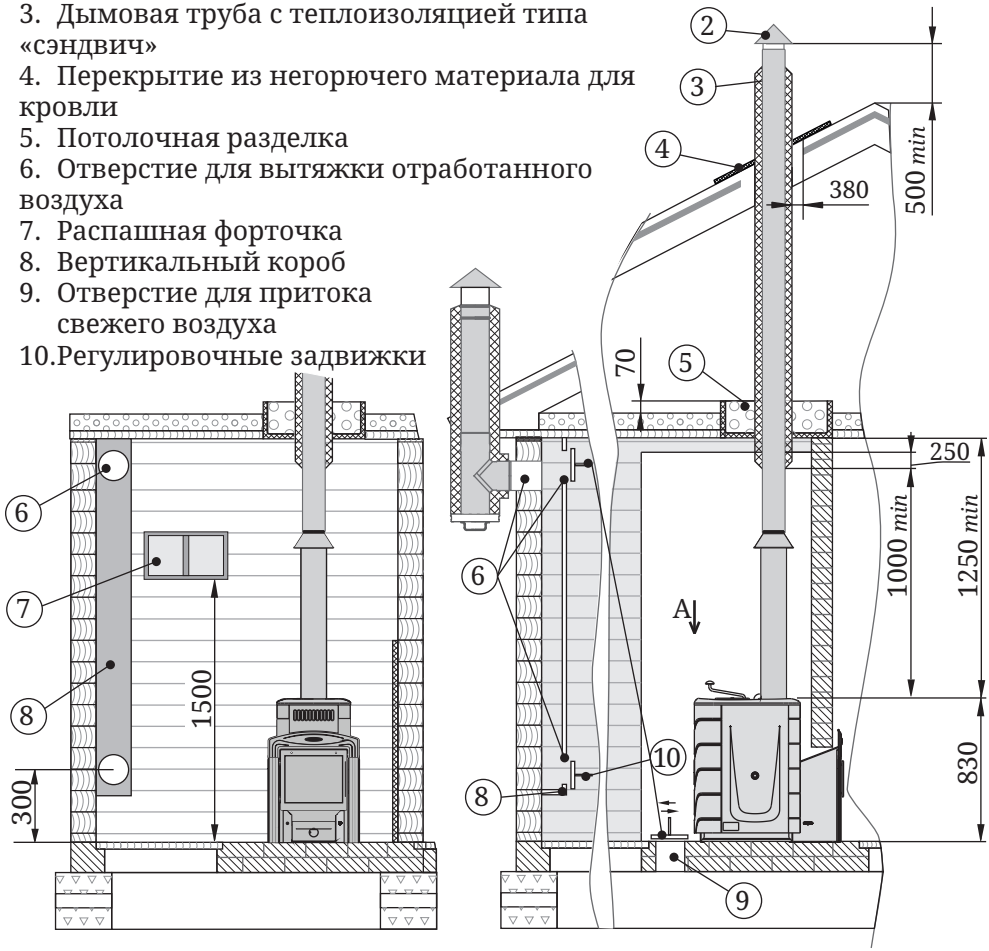

Рисунок 5. Монтаж печи в помещении с перегородкой из горючего материала
- пол из горючих и трудногорючих материалов перед дверцей топки — металлическим листом размером 700×500 мм (рисунок 5).
Для обеспечения хорошего воздухообмена, вентиляции и обеспечения оптимальных кондиций русской паровой бани, в парной рекомендуется организовать приточно-вытяжную вентиляцию (см. рисунок 5).